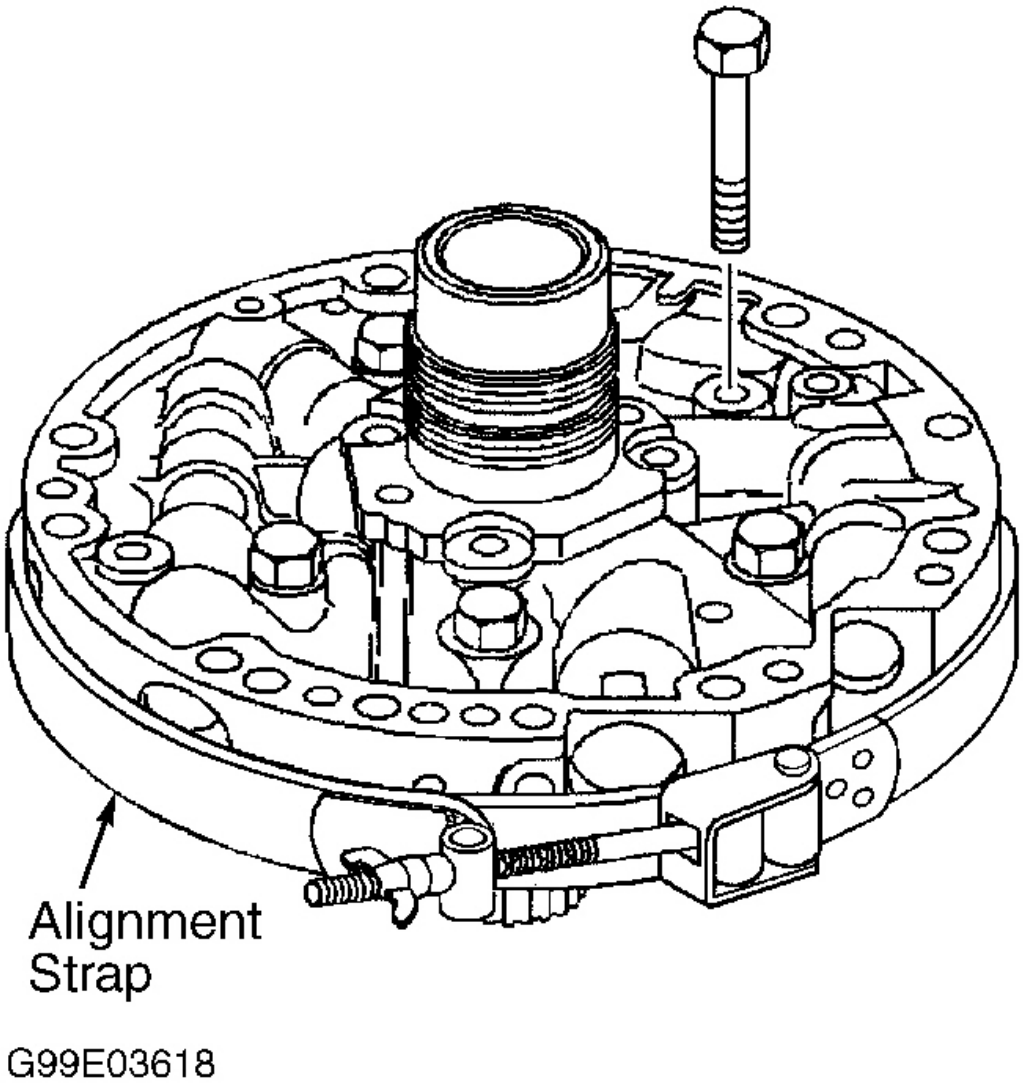

Fig. 38: Installation Of Oil Pump Strap
5. Install pump cover on pump body. Install retaining bolts finger tight. Align pump body and cover using Alignment Strap (J-21368). See **Fig. 38** . Place bolt through pump-to-case bolt hole. Tighten retaining bolts to specification. See **TORQUE SPECIFICATIONS** . Remove alignment strap. Position pump-to-case gasket on pump, and retain with petroleum jelly.